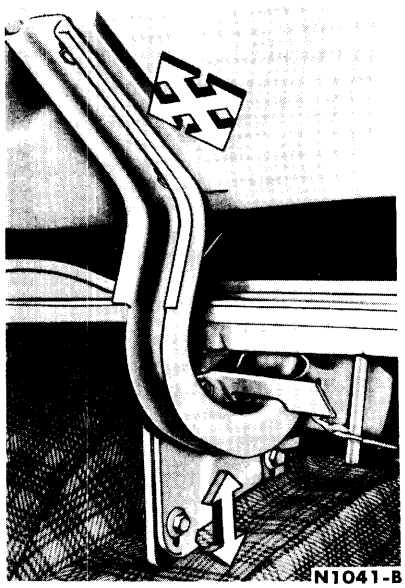

FIG. 16—Deck Lid Hinge and Adjustments
2. Remove the hinge to deck lid bolts (Fig. 16), and remove the deck lid. Remove the deck lid ornament and lock from the deck lid. If it is necessary to remove the hinges, remove the hinge bracket bolts (Fig. 16).
The deck lid can be shifted fore and aft, up and down, and from side to side as shown in Fig. 16. Care should be taken not to distort or mar the deck lid or body panel so that an unsightly appearance results.
3. Remove each torsion bar using a long screwdriver and vise-grips, pry the anchor end of the torsion bar out of its adjustment notch (Fig. 16). **The bar must be securely held with the vise-grips.**